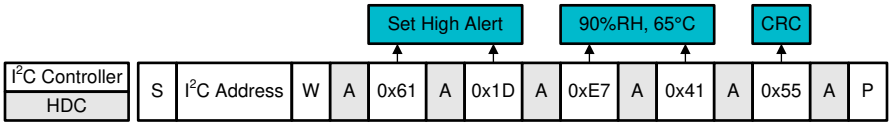

Figure 7-18. I^{2}C Command Sequence: Example Programming of Set High Alert to 90% RH, 65°C
a. Figure 7-18 illustrates the appropriate command to send to the HDC302x.